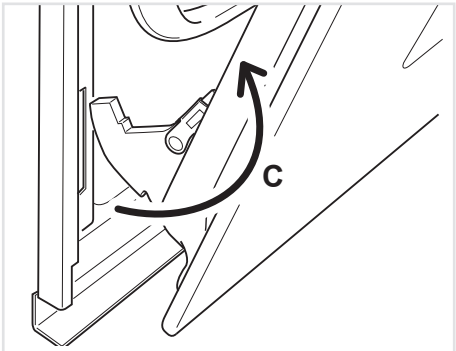

Fig. 5.8d
- Withdraw the hinge hooks from their location following arrow "**C**" (fig. 5.8d).